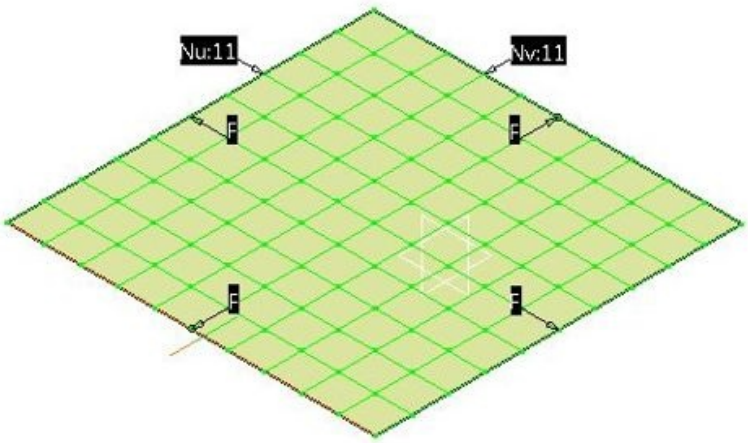

Figure 17-60 *The surface after changing the* ***Nu*** *and* ***Nv*** *options*
3. Similarly, keep on clicking on the **Nu:6** pop-up on the surface until it changes to **Nu:11**. After changing the values, the surface is displayed, as shown in Figure 17-60.